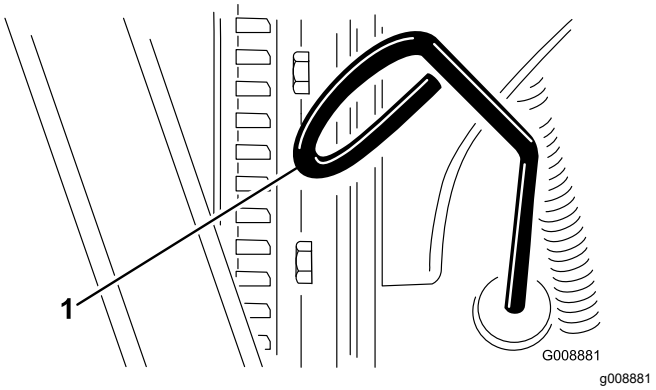

Figur 68
3. Fjern målepinden (Figur 68), og aftør den med en ren klud.